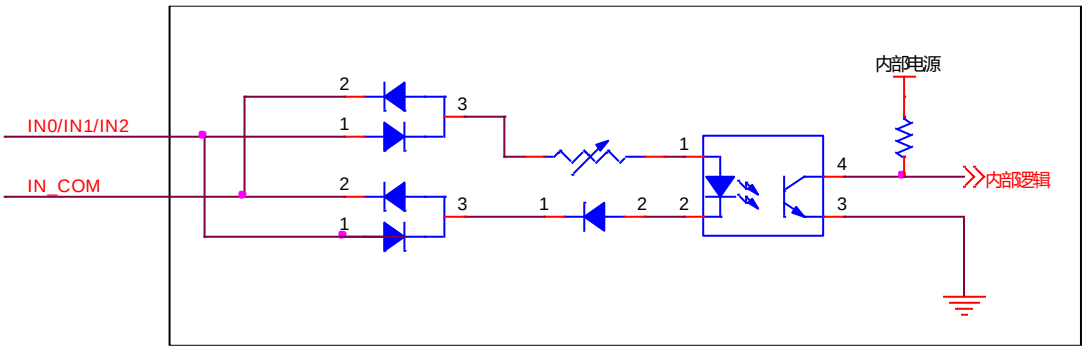

图5-14 I/O 输入接线
- I/O 接口的输入接法：（输入电压范围 5~30V DC），如图 5-14 所示。